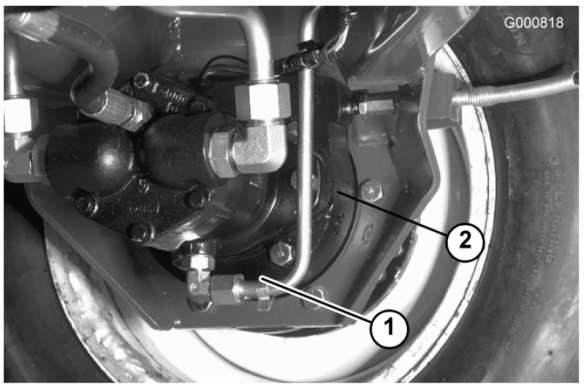

Figuur 53
2. Verwijder de plug op de planeetwielaandrijving (Figuur 52) en controleer de plug op de achterkant van de rem (Figuur 53).